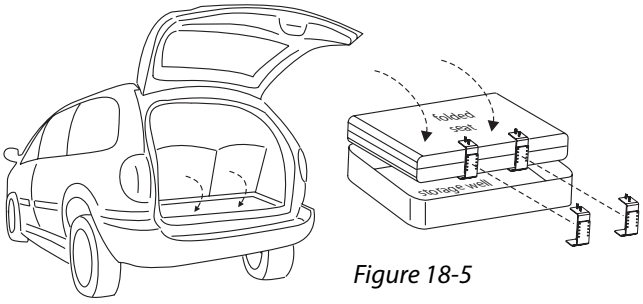

Figure 18-5
5. Position assembled parts around third row seat(s) then fold into well. *[Figure 18-5]*